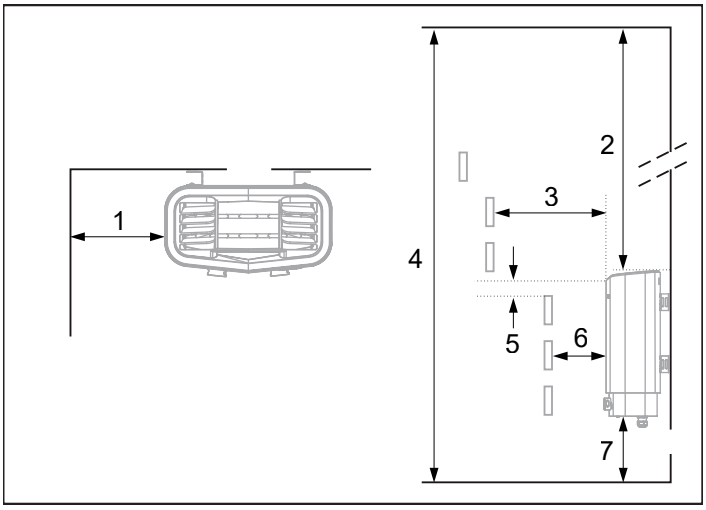

Figure 2 : Positionnement du poêle : installation normale
- à bonne distance du sol, des murs latéraux et des aménagements intérieurs (voir Figure 2).